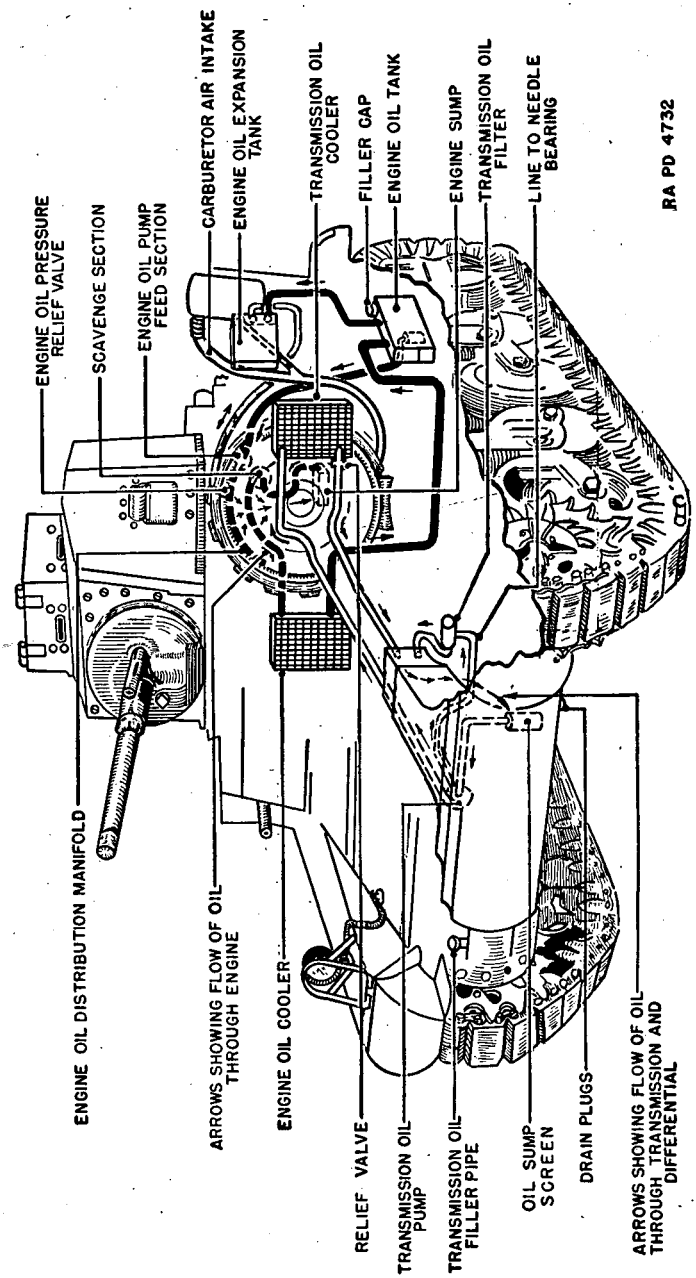

FIGURE 57.—Engine and transmission oiling system.
b. Lubrication (fig. 57).—The transmission and differential are lubricated by the same oiling system. An oil pump, mounted in the transmission case, draws oil from two screened pockets in the bottom of the differential case. The oil pump outlet is located on the right side of the transmission case near the steering brake arm. From this point the main oil line carries oil to the top of the oil cooler. The outlet line from the bottom of the cooler returns the oil to the oil gallery of the transmission. A second and smaller line from the oil pump outlet carries oil through a screen type filter and delivers it to the needle bearing on the transmission output shaft. While the needle bearing oil screen is not a part of the transmission, its cleaning and servicing have an important part in the function of the transmission. It is the purpose of the screen to allow only clean oil to get to the needle bearings on the transmission output shaft. Clean the screen every day to insure that the line to the needle bearings remains open. See lubrication chart for complete details on lubrication and oil filter maintenance.